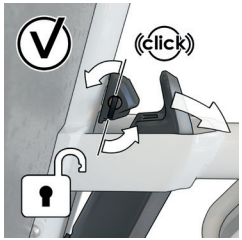

Afbeelding 20: De e-bike van het slot halen
3. Ontgrendel het accuslot door de sleutel tegen de klok in te draaien (zie afbeelding 20).